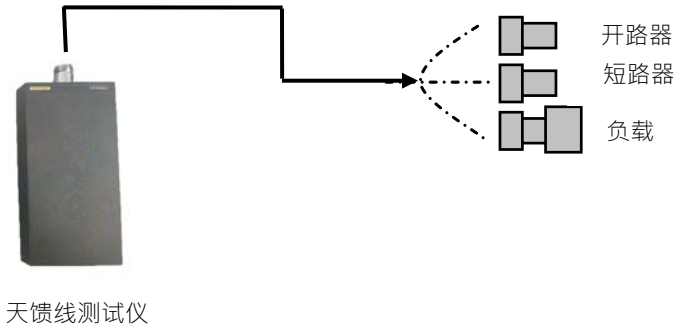

图 8.2 有效方向性、有效源匹配、反射跟踪测试框图
测试框图如图 8.2 所示：
3）按[校准]→[校准件]选择正确的校准件，再按[机械校准] →[单端口]，如图 8.2，依次完成开路、短路、负载等标准件的测量，最后按[完成]键完成校准；
3) 按[校准]→[校准件]选择正确的校准件，再按[机械校准] →[单端口]，如图 8.2，依次完成开路、负载、短路等标准件的测量，最后按[完成]键完成校准；